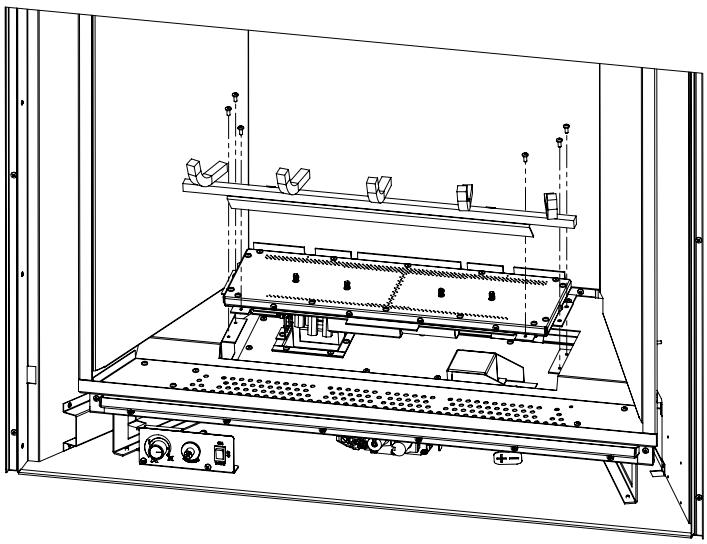

Figure 21. Front Burner Removal
6. Remove the two T-20 screws securing the front burner pan (see Figure 21). Slide the pan to the left and lift out. Reassemble in the reverse order.